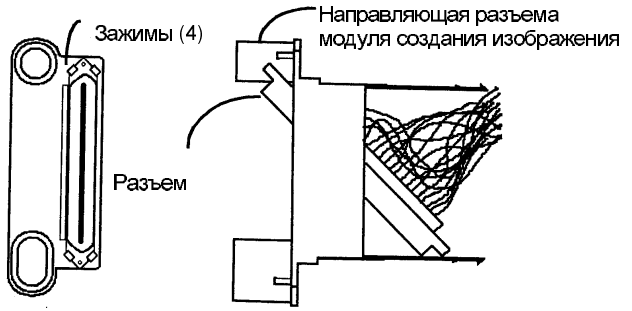

Рис. 2. Разъем модуля создания изображения
3. На новом модуле создания изображения освободите зажимы (4), снимите направляющую разъема модуля создания изображения с разъема модуля и выбросите направляющую разъема модуля создания изображения (Рис. 2).